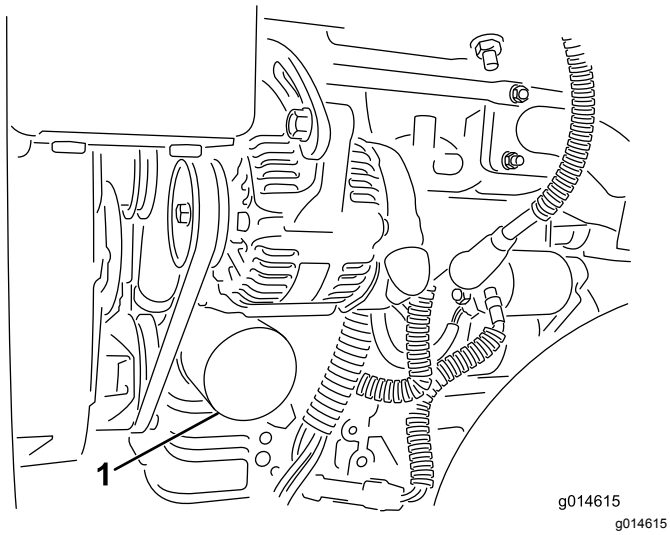

**Figuur 30**
2. Verwijder het oliefilter (Figuur 30). Smeer een dun laagje schone olie op de pakking van het filter.